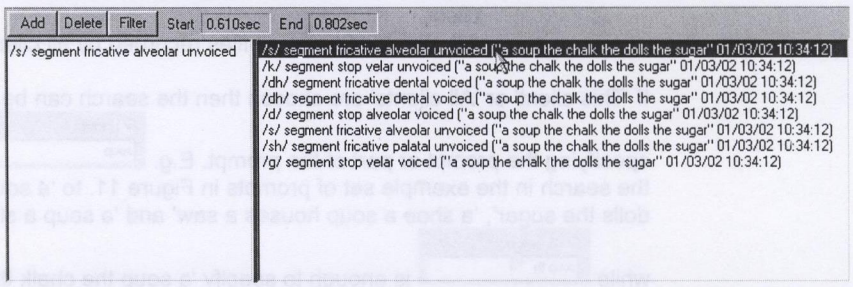

Figure 22 Result of filter settings shown in Figure 21 for the tutorial client
The result of the filter settings in Figure 15 on the tutorial client 'John Smith' is shown in Figure 22.
2. Click on the annotation listed in the 'Annotation Editor' (as in Figure 22). This has the added advantage that it will automatically load the correct file.